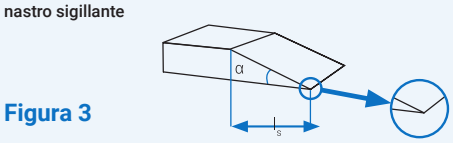

Figura 3
- Svolgere circa 0,5 m di nastro sigillante e tagliarne l'estremità con un coltello affilato, utilizzando la tecnica del taglio obliquo → lunghezza del taglio obliquo (l_s) = circa 25 mm, angolo α < 15° (figura 3).